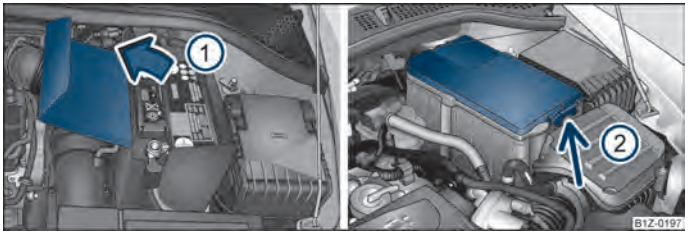

Fig. 154 Engine compartment: Polyester cover of the vehicle battery/plastic cover of the vehicle battery
The battery is located in the engine compartment in a polyester cover ⇒ fig. 154 - left or in a polyester cover ⇒ fig. 154 - right.
– Open the battery cover in direction of arrow ① ⇒ fig. 154 or press the interlock ② on the side of the battery cover, fold the cover up and remove the battery.
The edge of the polyester battery cover ⇒ fig. 154 - left is inserted between the battery and the side wall of the battery cover when working on the battery. ■